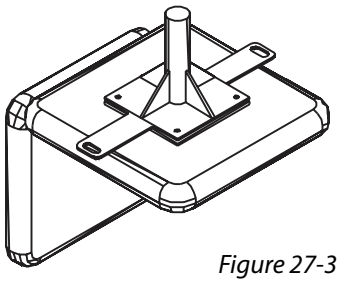

Figure 27-3
4. Attach the Anchor Plate in the center of the seat plate evenly, with the holes on each end. *[Figure 27-3]*